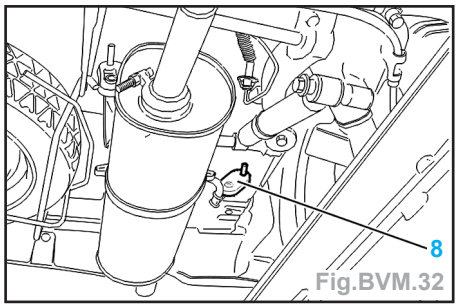

Fig.BVM.32
- Déposer la vis (7).
- Déposer la bride d'échappement (8) (Fig.BVM.32).